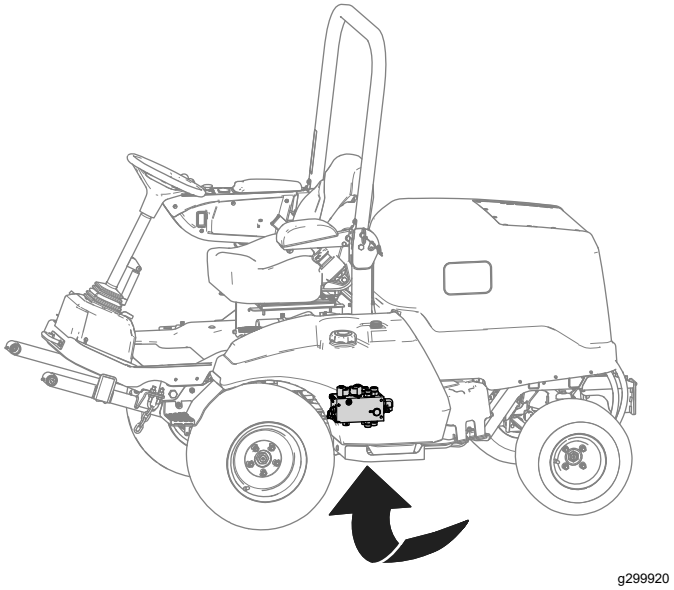

Рисунок 8
A. Поместите сливной поддон под гидравлический коллектор (показанный на Рисунок 8).